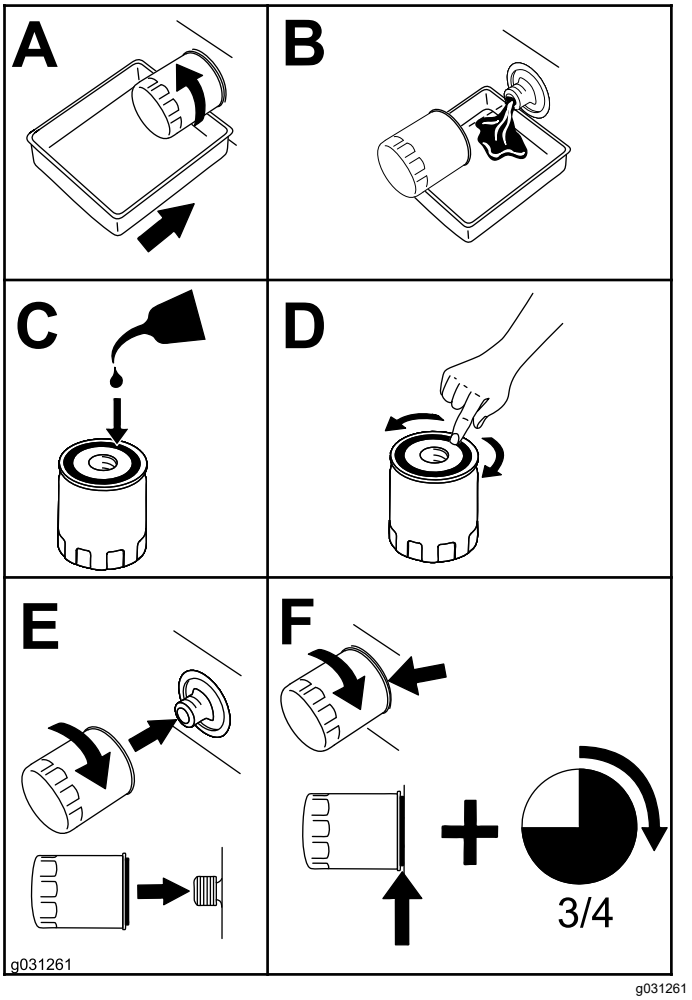

**Bild 51**
4. Wechseln Sie den Ölfilter wie in Bild 51 gezeigt.